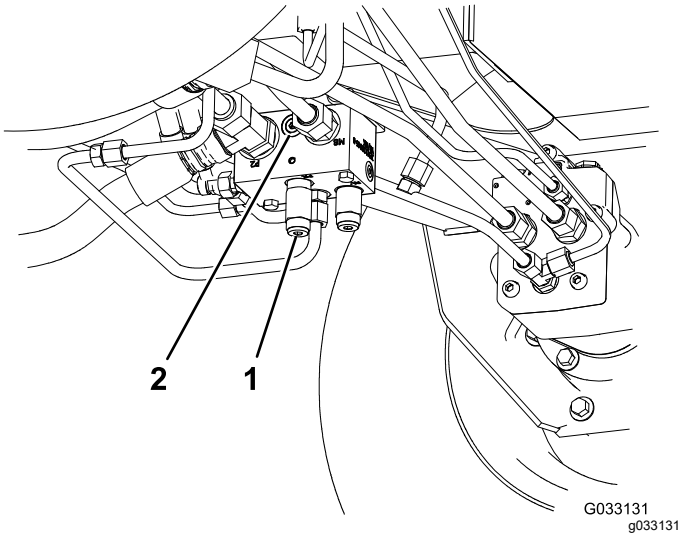

Figuur 39
- Toro onderdeelnr. 95-0985, koppelingfitting (2)
- Toro onderdeelnr. 340-77, hydraulische fitting (2)
1. Monteer een diagnosefitting op de ongemerkte poort tussen poorten M8 en P2 op het achterste tractieverdeelstuk (Figuur 39).